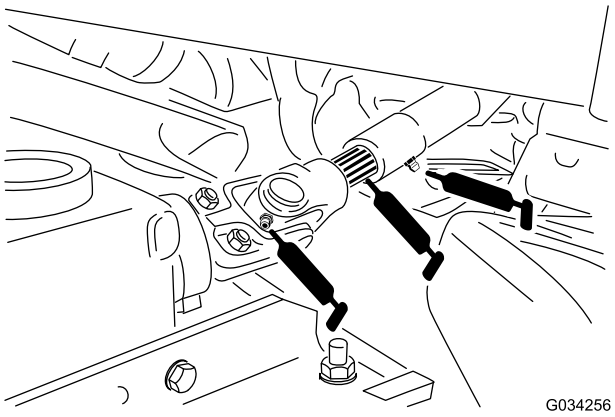

Figur 39
- Kraftuttakets universalaksel (Figur 39)